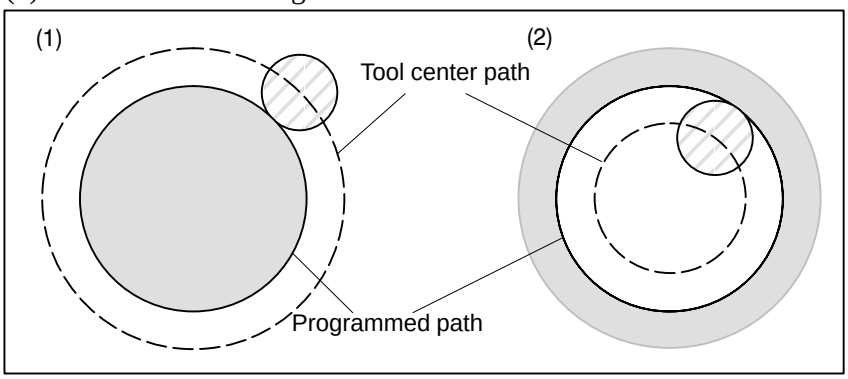

Fig. 14.4.7 Tool Center Paths when Positive and Negative Cutter Compensation Values are Specified
Fig. 14.4.7 shows one example. Generally speaking, the cutter compensation value shall be programmed to be positive (+). When a tool path is programmed as shown in (1), if the cutter compensation value is made negative (–), the tool center moves as shown in (2).
If the cutter compensation value is changed to a negative value when tool path (2) shown in Fig. 14.4.7 is programmed, the tool follows tool path (1) shown in the same figure.